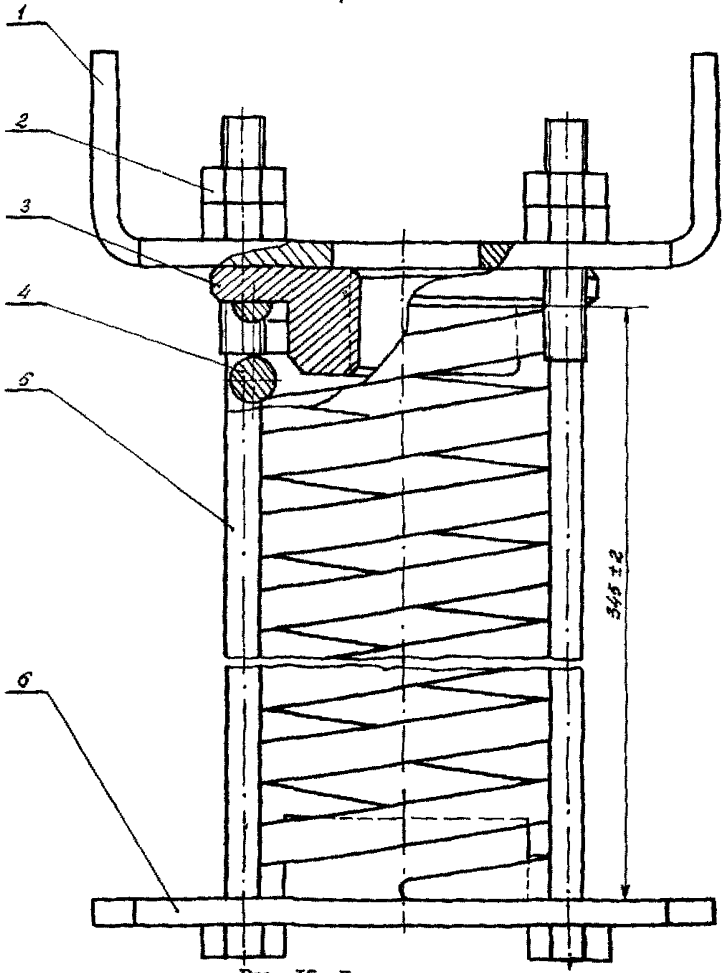
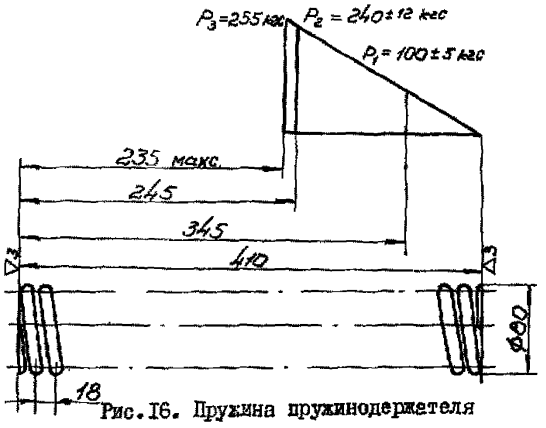

Рис. I5. Пружинодержатель:
Рис.I6. Пружина пружинодержателя
06.2. Вставить со стороны плиты 6 (рис. I5) шпильку приспособления П-3 (см. приложение 5) и ввинтить ее до упора в нажимную шайбу 3.
06.9. Произвести осмотр деталей пружинодержателя. Тщательно проверить и выявить дефектные: гайки 2, болты 5 и резьбу шайбы 3 (см. рис. I5), вилку I0 (см. рис. II) в соответствии с приложением 8. Трещины и сколы не допускаются.
06.I0. Произвести тарировку и выявить дефекты пружины 4 (см. рис. I5) в соответствии с приложением 9 и характеристикой пружины (рис. I6).
06.II. Установить на плите 6 пружину 4 и через отверстия в плите болты 5 (см. рис. I5).